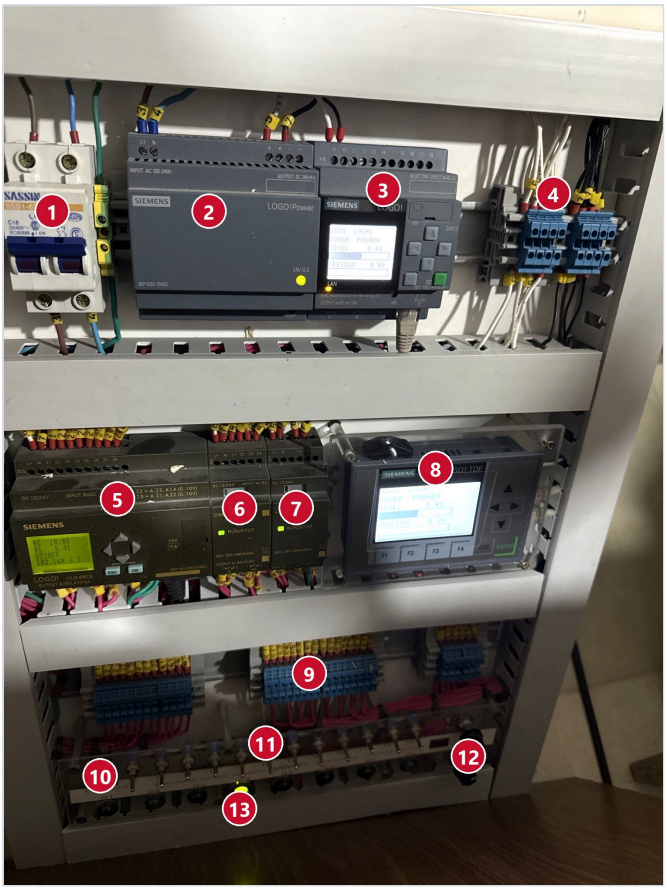

Figura 2.1. Tablero del kit con los equipos numerados (ver tabla 2.1).
1. **Encender.** Enchufar el tablero a 220 V y subir la termomagnética C16 (equipo 1 de la figura 2.1). Verificar que el LED `24 V O.K.` de la fuente LOGO!Power esté encendido.